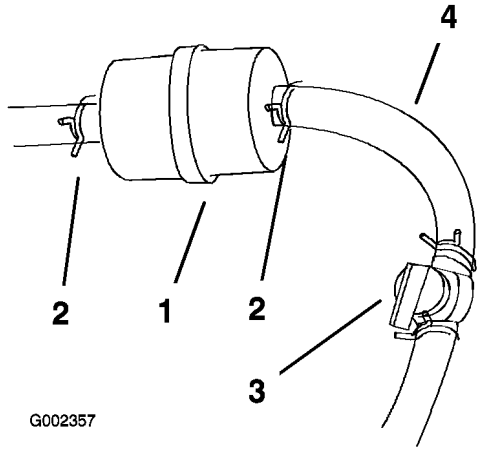

Figur 42
4. Stäng bränslekranen (Figur 42).
5. Kläm ihop ändarna på slangklämmorna och skjut bort dem från filtret (Figur 42).
7. Montera ett nytt filter och för tillbaka slangklämmorna tätt intill filtret igen (Figur 42).
3. Stäng bränslekranen (Figur 42).
4. Lossa slangklämman vid bränslefiltret och skjut den uppåt längs bränsleslangen, bort från filtret (Figur 42).
5. Koppla loss bränsleslangen från bränslefiltret (Figur 42).
Obs: Låt bensinen rinna ut i en bränsletank eller en avtappningsskål (Figur 42).
7. Sätt bränsleslangen på bränslefiltret. Dra tillbaka slangklämman intill filtret för att säkra bränsleledningen Figur 42).